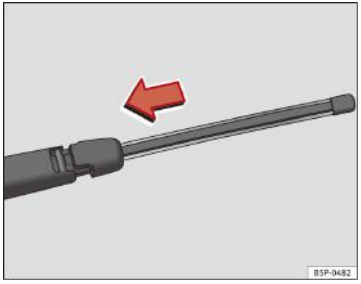

Fig. 140 Fixarea lamei ştergătorului lunetei ▶
– Aşezaţi lama aşa cum se arată în ⇒ fig. 140 şi glisaţi adaptorul până se fixează în poziţie.